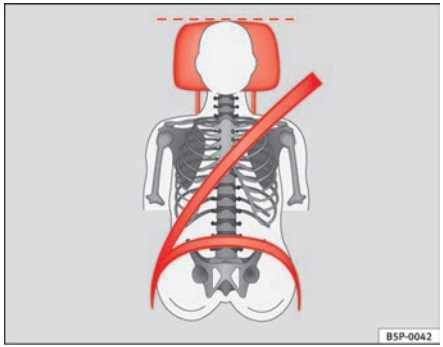
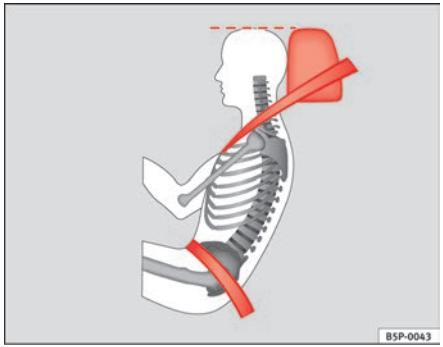

Fig. 3 Properly adjusted head restraint viewed from the front
Fig. 4 Properly adjusted head restraint viewed from the side
– Adjust the head restraint so that the top is at the same level as the top of your head or as close as possible to the same level as the top of your head, at least at eye level ⇒ fig. 3 and ⇒ fig. 4.